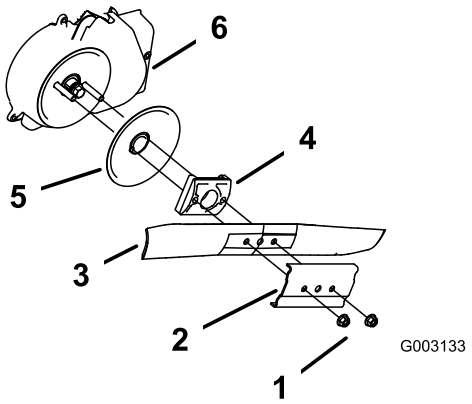

Figure 30
3. Retirez les 2 écrous de la lame et le renfort (Figure 30).
4. Déposez la lame (Figure 30).
5. Déposez le dispositif d'entraînement de la lame et le disque (Figure 30).
6. Déposez la protection du débrayage du frein de lame (Figure 30).
10. Reposez la lame et le renfort déposés précédemment (Figure 30).